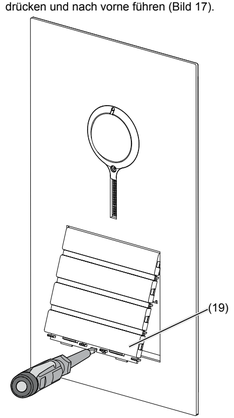

Bild 17: Demontage Ruftaster-Modul Aufsatz
- Ruftaster-Modul Aufsatz in der unteren Hebelöffnung mit dem Schraubendreher nach oben drücken und nach vorne führen (Bild 17).